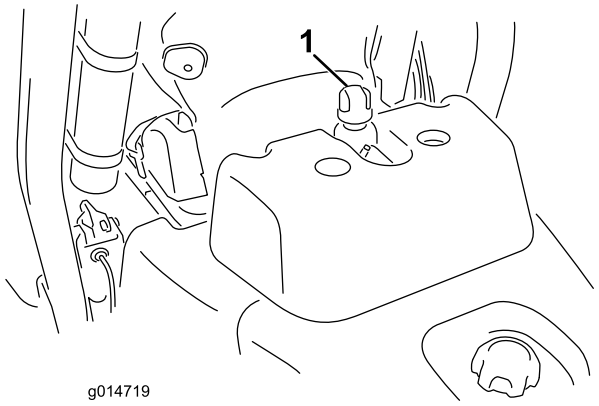

**Figure 30**
2. Retirez le bouchon du réservoir (Figure 30).